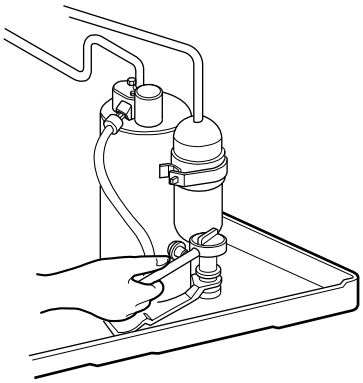

**Figure 10**
6. Remove the compressor. (See Fig. 10)